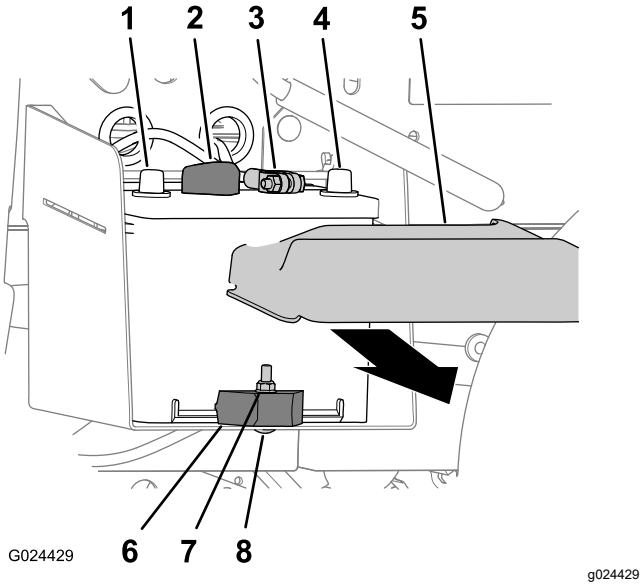

Figur 52
1. Kläm på batterikåpans sidor och ta bort kåpan ovanpå batteriet (Figur 52).
2. Ta bort batteriets minuskabel från batteriuttaget (Figur 52).
3. Koppla bort batteriets pluskabel från batteriet (Figur 52).
2. Ta bort låsmuttern, vagnskruven och batteriklämman som fäster batteriet vid batterilådan (Figur 52).
3. Ta ut batteriet ur batterilådan (Figur 52).
1. Rikta in batteriet efter maskinens batterilåda (Figur 52).
Obs: Kontrollera att batteriets plus- och minuspoler har riktats in enligt Figur 52.
2. Fäst batteriet vid batterilådan med batteriklämman, vagnskruven och låsmuttern (Figur 52).
1. Anslut den positiva batterikabeln till batteriet (Figur 52).
2. Anslut den negativa batterikabeln till batteriet (Figur 52).
3. Montera batterikåpan på batteriet (Figur 52).